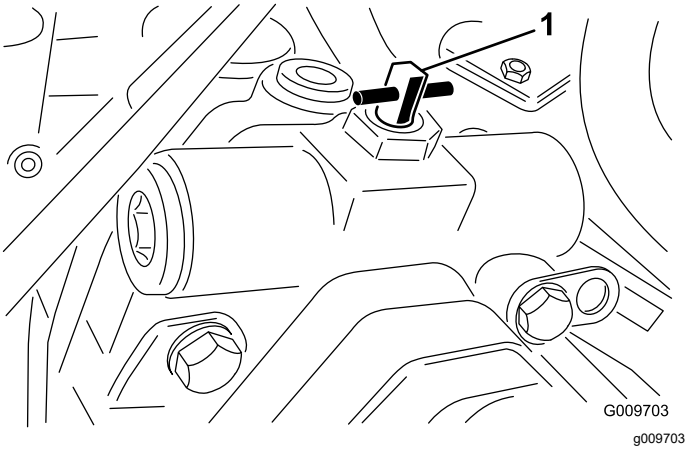

**Figur 77**
3. Vri ventilen 90° (¼ omdreining) til venstre eller høyre for å åpne den og la væske gå utenom internt (Figur 77).
2. Vri ventilen 90° (¼ omdreining) til venstre eller høyre for å åpne den og la væske gå utenom internt (Figur 77).